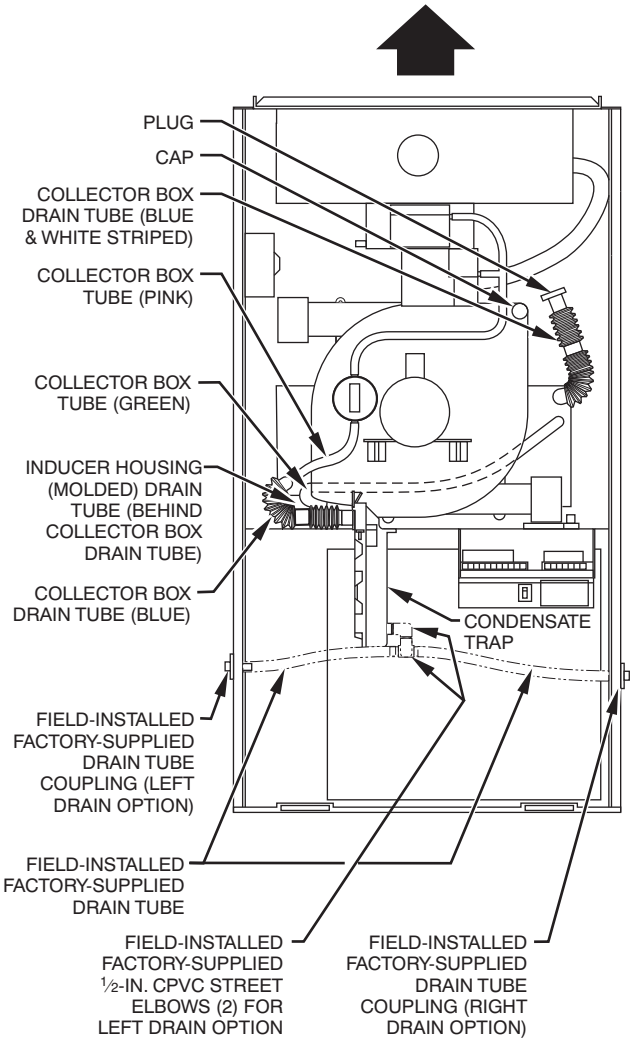

Fig. 6 - Factory Shipped Upflow Tube Configuration (Shown With Blower Access Panel Removed)
Some assembly and modifications are required for furnaces installed in any of the 4 applications shown in Fig. 1. All drain and pressure tubes are connected as shown in Fig. 6. See appropriate application instructions for these procedures.
NOTE: See Fig. 6 or tube routing label on main furnace door to confirm location of these tubes.
j. Cement 2 factory-supplied 1/2-in. (13 mm) street CPVC elbows to the rigid drain tube connection on the condensate trap. (See Fig. 6.) These elbows must be cemented together and cemented to condensate trap drain connection.
NOTE: See Fig. 6 or 7 or tube routing label on main furnace door to check for proper connections.